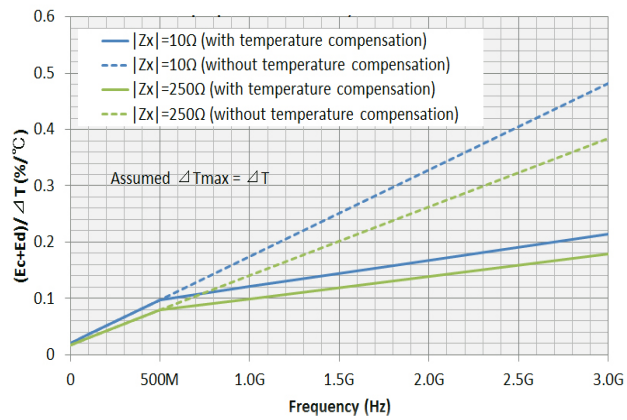

Figure 35. Typical frequency characteristics of temperature coefficient, (Ec+Ed)/ΔT, when |Zx|= 10 Ω and 250 Ω[2].
1. See graphs in Figure 35 for the calculated values of (Ec+Ed) exclusive of the hysteresis errors E_{ah}, Z_{sh} and Y_{oh}, when measured impedance is 10 Ω and 250 Ω.